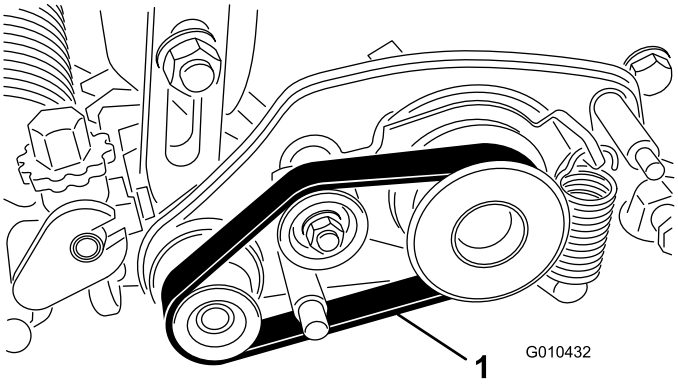

Figur 29
2. Fjern remmen fra den drivende lederullen, lederullen og lederullenheten (Figur 29).